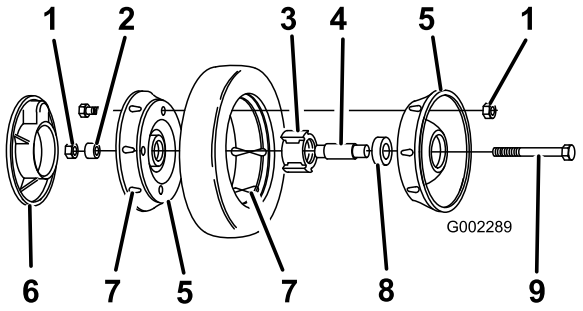

Bild 29
3. Entfernen Sie die Schraube, das Distanzstück im Rad und die Sicherungsmutter, mit denen das Rad am Gelenkarm befestigt ist (Bild 29).
4. Nehmen Sie die Radhälften von den Reifen ab, indem Sie vier Schrauben und vier Sicherungsmuttern entfernen (Bild 29).
Hinweis: Wenn Sie die Lager aus dem Lager/Nabe-Gruppe entfernen, drücken Sie auf das Lagerdistanzstück (Bild 29).
1. Positionieren Sie den Reifen auf einer Radhälfte und fluchten Sie die Ansätze miteinander aus (Bild 29).
2. Positionieren Sie das Lager bzw. die Nabe in das zentrale Loch der Radhälfte. Stellen Sie sicher, dass die Beine der Nabe über dem Flansch des Lochs positioniert sind (Bild 29).
3. Legen Sie die andere Radhälfte über das Lager bzw. die Nabe und fluchten Sie das Rad und die Reifenansätze mit den Befestigungslöchern aus (Bild 29).
4. Montieren Sie die beiden Radhälften locker mit zwei 1/4-20 x 1,50 Zoll Gewindeschrauben und einfachen Muttern. Setzen Sie die Schrauben in die gegenüberliegenden Löcher ein (Bild 29).
Seite fest, bis die beiden Radhälften gleichmäßig zusammengezogen werden (Bild 29).
6. Setzen Sie die zwei Schrauben und Sicherungsmuttern, die Sie vorher entfernt haben, in die restlichen Löcher der Radhälften ein und ziehen diese fest. Nehmen Sie die zwei langen Schrauben ab und ersetzen Sie diese mit den zwei Schrauben und Sicherungsmuttern (Bild 29).
7. Montieren Sie das Rad mit Hilfe der Schrauben, einem Distanzstück und einer Sicherungsmutter am Gelenkarm. Stellen Sie sicher, dass sich das Distanzstück zwischen der Radnabe und dem Gelenkarm befindet (Bild 29).